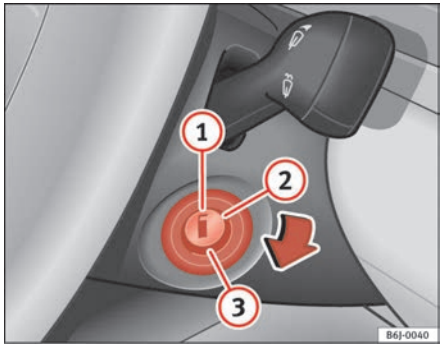

Fig. 93 Ignition key positions
In this position ⇒ fig. 93 the ignition and the engine are OFF and the steering may get locked.
– Turn the ignition key to position ⇒ page 130, fig. 93 (1). The indication lamp ⌇⌇ will light for engine pre-heating.
– When the warning lamp turns off, turn the key to position (2) to start the engine. Do not press the accelerator.
– Turn the ignition key to position ⇒ page 130, fig. 93 (0). ▶